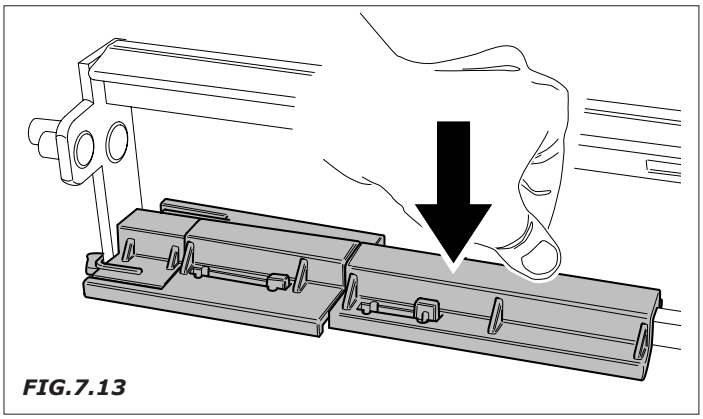

FIG.7.13
- Introduzcan, según lo indicado en la *Fig. 7.13* el detalle 05203615 presionando con fuerza según lo indicado por la flecha hasta el encastre completo.